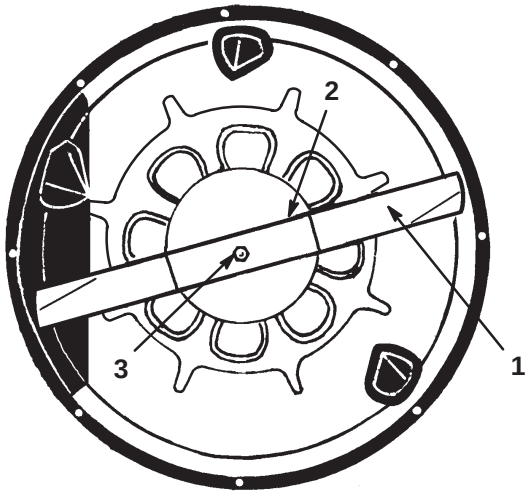

Figure 29
6. Grasp the end of the blade using a rag or thickly padded glove. Then remove the blade bolt, curved washer, blade stiffener, and blade (Fig. 29). A block of wood may be wedged between the blade and the mower to lock the blade when you are removing the bolt.
1. Install the blade, blade stiffener, curved washer, and blade bolt (Fig. 29).